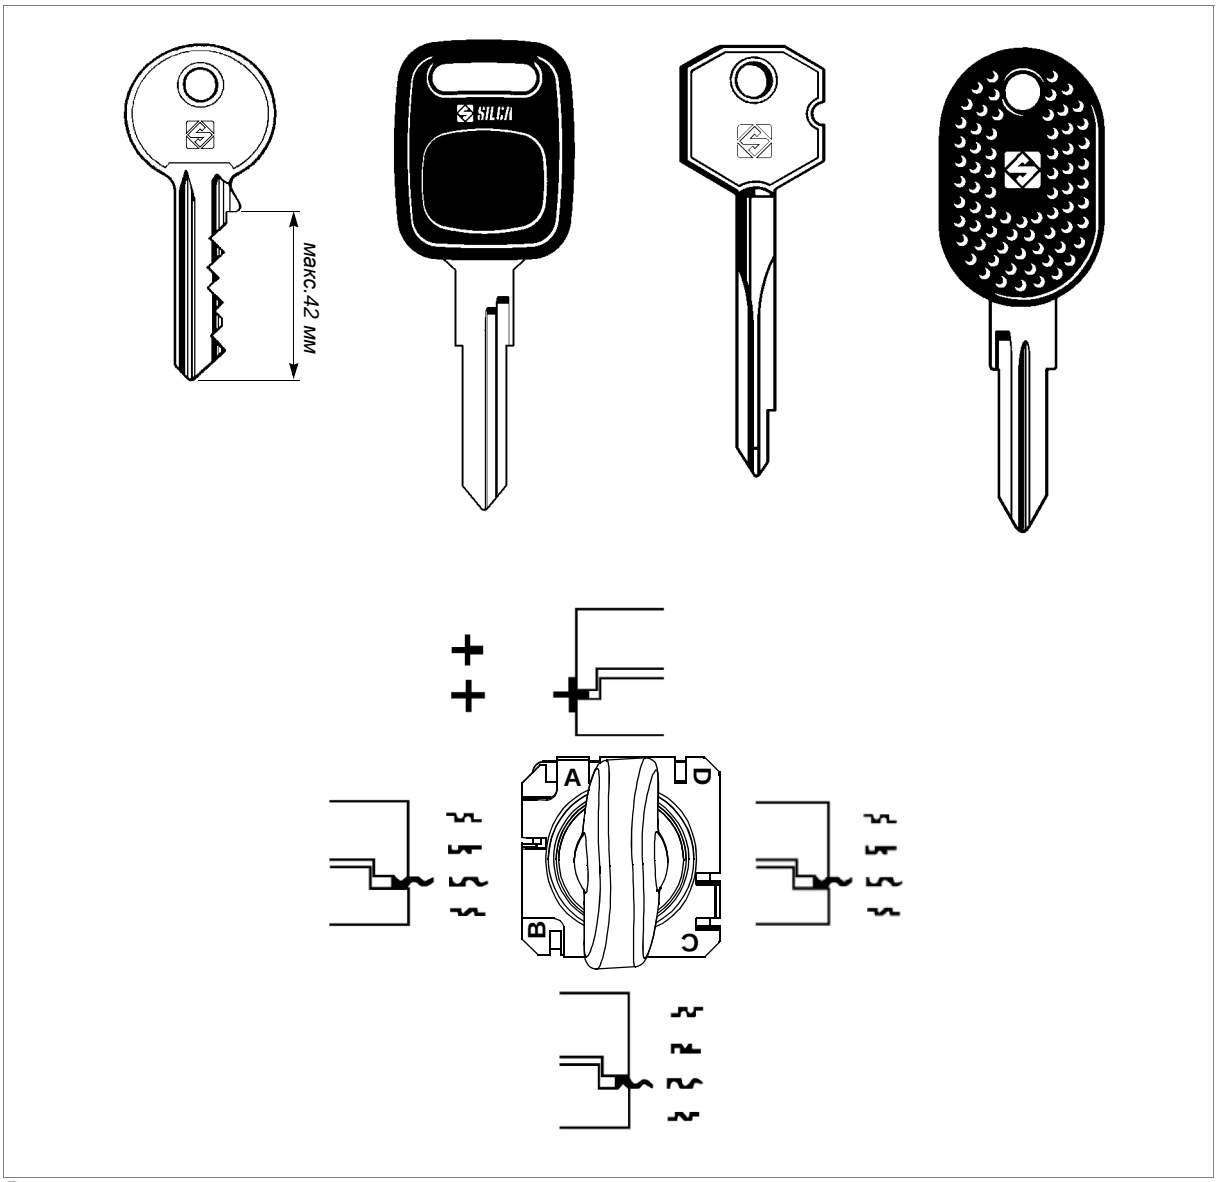

Рис. 29
1) Поворачивайте зажимы, чтобы выбрать соответствующую сторону для закрепления ключа (рис. 29).
2) Ослабьте рукоятки (E), повернув их на несколько оборотов.
- **Сторона зажима A**: для ключей, которые должны быть подогнаны по задней стороне, ключей с двойной нарезкой без желобка и для крестообразных ключей (рис. 29);
- **Сторона зажима B**: для ключей, закрепляемых за заднюю сторону и имеющих нарезку глубиной менее 3,9 мм (рис. 29);
- **Стороны зажима C и D**: для ключей, обрабатываемых с обеих сторон и закрепляемых за желобок (рис. 29).